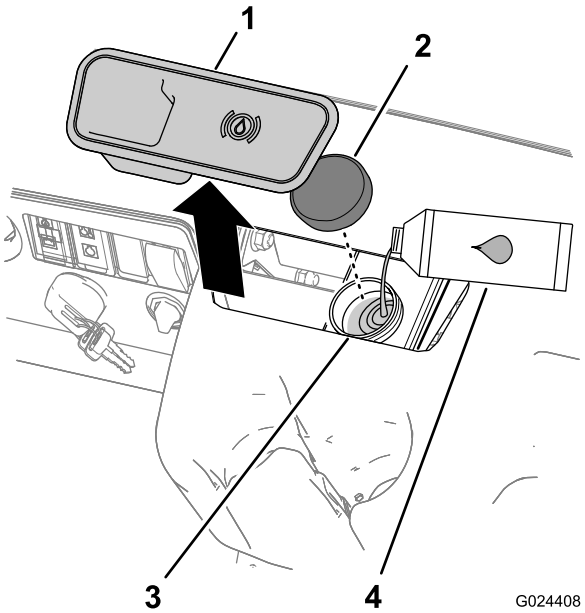

Figura 15
2. Rimuovete il tappo in gomma al centro e sopra il cruscotto per accedere al cilindro del freno principale e al serbatoio (Figura 15).
A. Pulite l'area intorno al tappo del serbatoio e togliete il tappo (Figura 15).
C. Montate il tappo sul serbatoio (Figura 15).